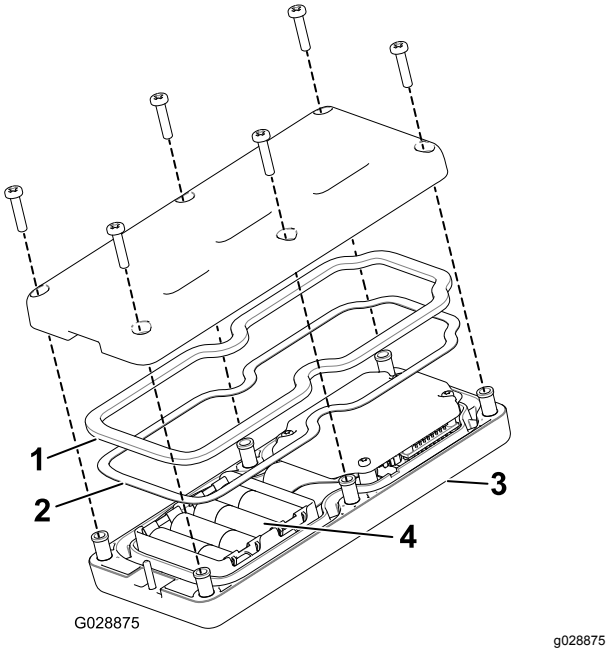

Figuur 13
2. Let op de polariteit van de batterijen terwijl u de nieuwe plaatst. (Als de batterijen onjuist worden geplaatst, raakt de eenheid niet beschadigd, maar ze zal niet meer functioneren). Op het draagtoestel staat de polariteit van de contacten aangegeven (Figuur 13).
3. Zorg ervoor dat de stalen pakking en de rubberen afdichting in de groef in het bedieningspaneel zitten en plaats het achterdeksel op zijn plaats (Figuur 13).
4. Bevestig het deksel met 6 schroeven (Figuur 13) en draai deze vast met een torsie van 1,5 tot 1,7 N·m.